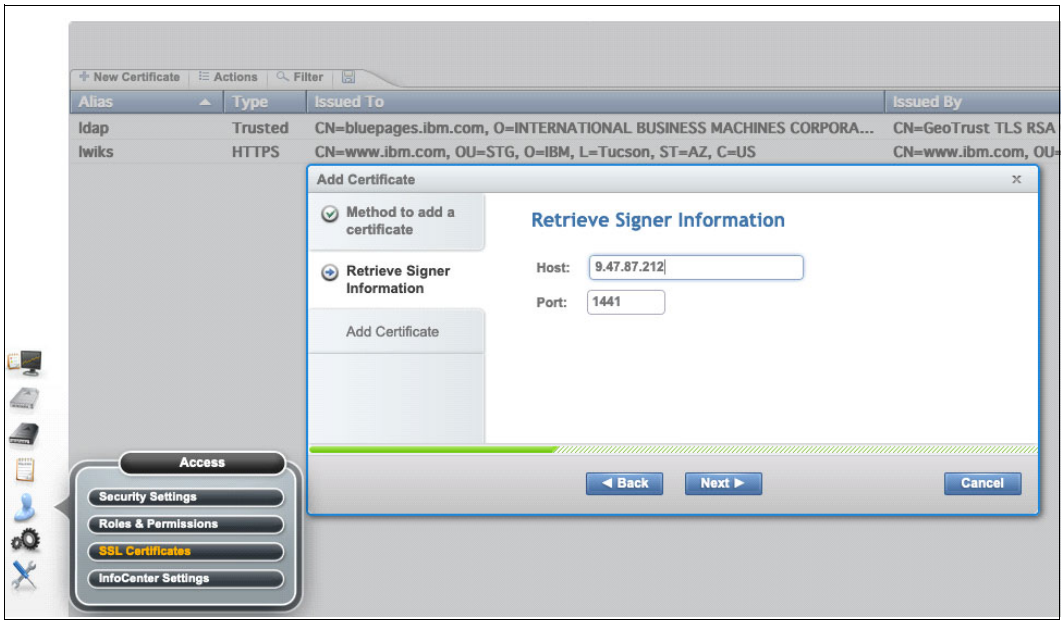

Figure J-9 Retrieving signer information
3. In the **Retrieve Signer Information** tab, enter the IP or DNS style name of the target IBM Security Guardium Key Lifecycle Manager server in the **Host** field, as shown in Figure J-9 on page 1036. Consult with your IBM Security Guardium Key Lifecycle Manager administrator to verify the port in which the target server accepts TLS/SSL traffic (the protocol that is used for this connection). Because different IBM Security Guardium Key Lifecycle Manager setups can be configured differently, the default value (port 443) might not be correct for many cases.